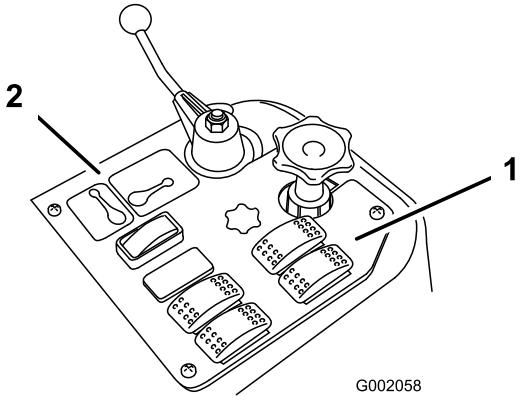
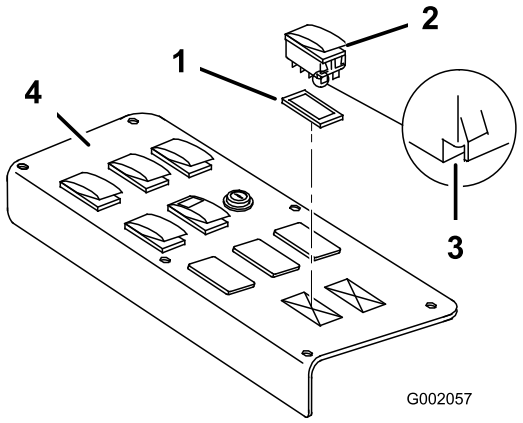

Figure 24
Figure 25
2. Lift and remove the 2 plugs from the spray control panel on the vehicle, and install the 2 rocker switches provided in their place (Refer to Figure 24 for the Multi Pro 1200 and Figure 25 for the Multi Pro 1250).
Note: Ensure that the orientation of the switches matches what is shown in Figure 25, with the notch pointing toward the rear of the vehicle.